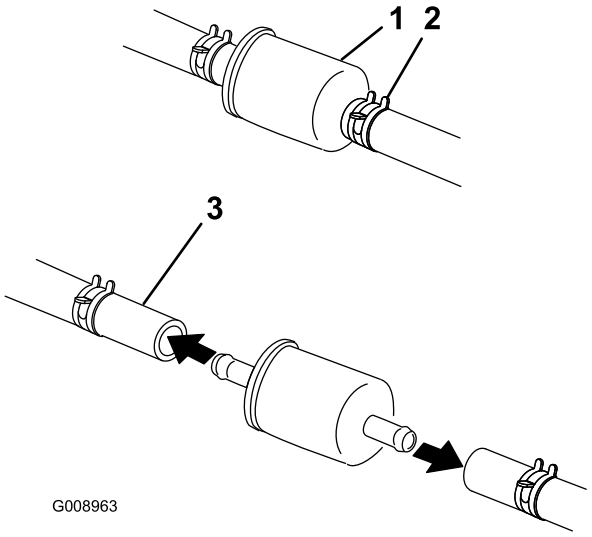

Figur 58
6. Klem slangeklemmernes ender sammen, og skub dem væk fra filteret (Figur 58).
8. Monter et nyt filter, og flyt slangeklemmerne hen til filteret (Figur 58).